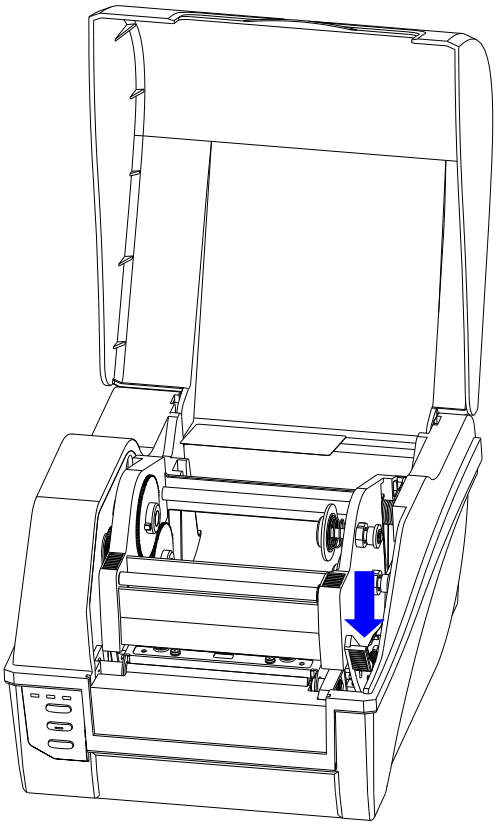

Figure 2-6 Release the Printhead Module
1. Lift the top cover and push down the Printhead Release Lever to release the Printhead Module, see Figure 2-6.